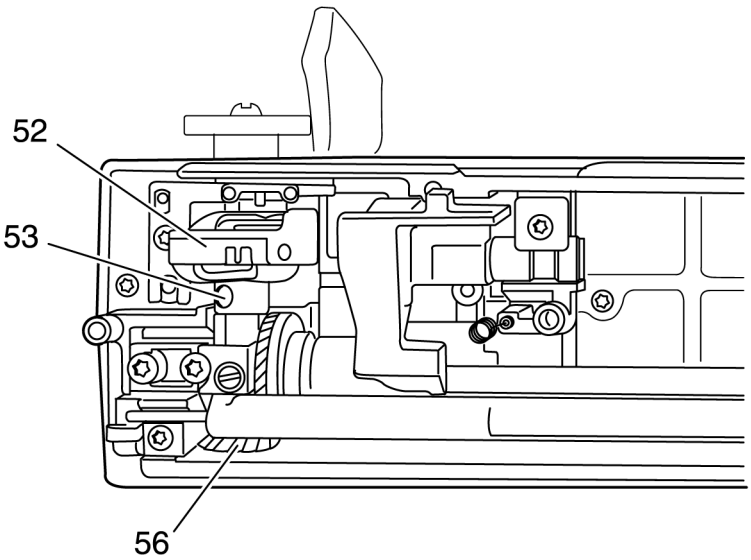

Рис. 37
- Ослабьте два винта 53 (рис. 37).